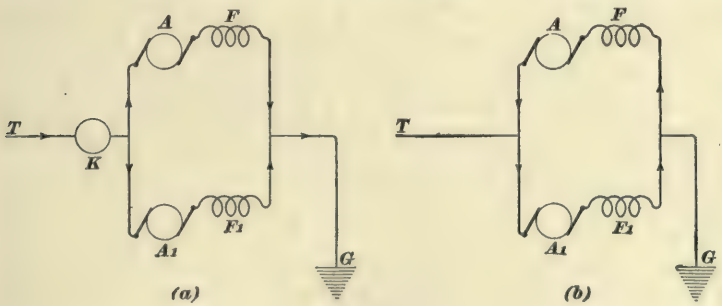

FIG. 20.
**35.** In Fig. 20 (*a*) and (*b*), $T$ is the trolley and $G$ is the ground. $A$ and $F$ are the armature and field of the No. 1 motor; $A_1$ and $F_1$ are the armature and field of the No. 2 motor. Fig. 20 (*a*) shows the path of the current when the ordinary reversal is made with the power by means of the
reverse switch. The current goes through the hood switches, one of which is shown at $K$, and also through the main-motor fuse, which is not shown; it then passes through the two motors to the ground as shown, when the power drum is over on a multiple notch. Fig. 20 (*b*) shows the loop or local circuit around through the two motors when they are made to generate. It is easy to see that the hood switches
To revert to the accident mentioned in a preceding article, due to the throwing of the reverse lever when it should not have been thrown, it will be instructive to state that the same law that governs the use of the reverse lever in making an ordinary reversal governs it also when using it to connect the motors up as dynamos. If the car is running ahead, as in ordinary service, and it is necessary to make an ordinary reversal to stop it, the power handle is thrown off, the reverse handle is thrown to the back position, and the power handle is thrown on again. The throwing of the reverse handle allows the current to go into the reverse end of fields or armatures, as the case may be, changes their polarity, and makes the armatures reverse their direction of rotation. On a controller whose reverse lever has no emergency-brake position, to stop the car under similar conditions, the same thing is done; but, in this case, the line power may be cut off from the controller entirely by the throwing of the hood switch, because the dynamo circuit is a local one, as shown in Fig. 20. The throwing of the reverse lever reverses the fields or armatures the same as it did before, but, in this case, it simply connects the motors so that they can generate.